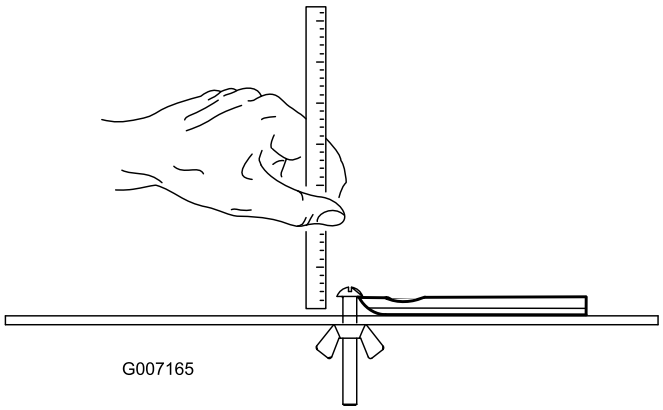

**Figuur 23**
**Opmerking:** Alle metingen voor de onderhoudslimiet van de snijplaat hebben betrekking op de onderkant van de snijplaat (Figuur 23)